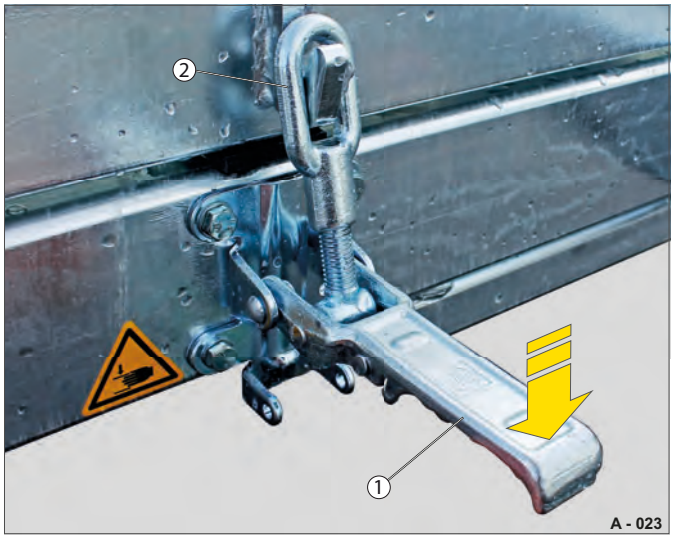

Fig. 14 Anbringelse af øjet
▶ Tryk med flad hånd lukkehåndtaget (Fig. 14 /1) helt nedad, indtil sikringen låser fast af sig selv.